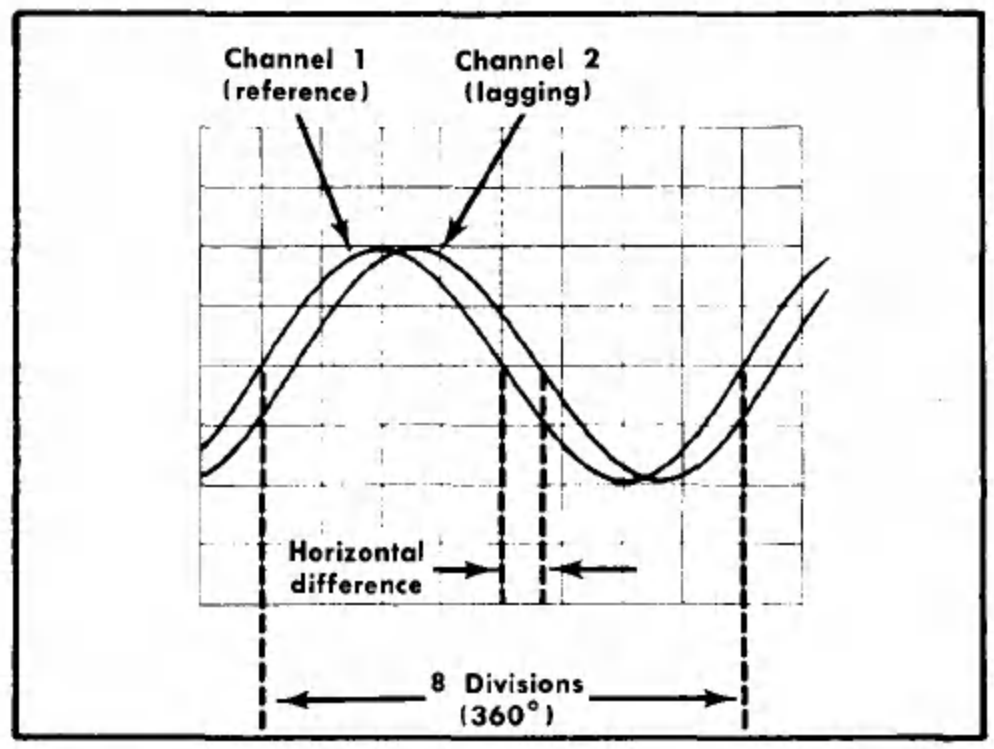
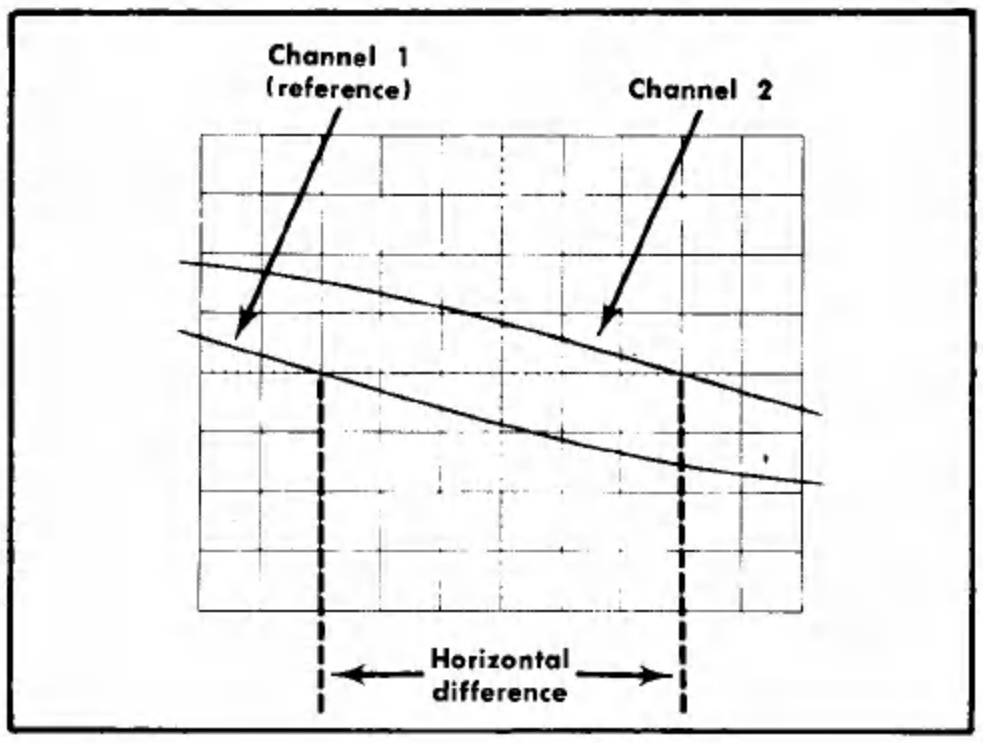

Fig. 2-7. Measuring phase difference.
Fig. 2-8. High-resolution phase-difference measurement with increased sweep rate.
9. Turn the Variable Seconds/Div control until one cycle of the reference signal (Channel 1) occupies exactly eight divisions between the second and tenth vertical lines of the graticule (see Fig. 2-7). Each division of the graticule represents 45° of the cycle (360° + 8 divisions = 45°/division). The sweep rate can be stated in terms of degrees as 45°/division.
EXAMPLE: Assume a horizontal difference of 0.6 division with a sweep rate of 45°/division as shown in Fig. 2-7.
EXAMPLE: If the sweep rate were increased 10 times with the magnifier, the magnified sweep rate would be 45°/division ÷ 10 = 4.5°/division. Fig. 2-8 shows the same signals as used in Fig. 2-7, but with the SWP MAG button pushed in. With a horizontal difference of six divisions, the phase difference is: